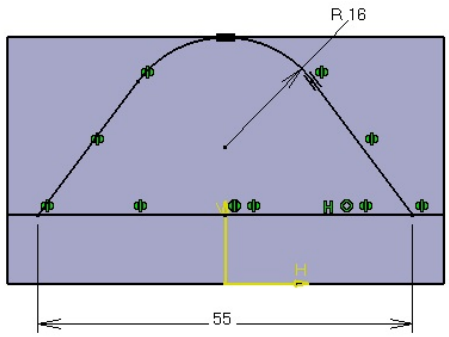

Figure 7-42 *Sketch of the second feature*
b. Create the second feature of the model by extruding the sketch drawn on the front face of the base feature, refer to Figures 7-42 and 7-43.
2. Draw the sketch of the second feature, as shown in Figure 7-42, and exit the **Sketcher** workbench.